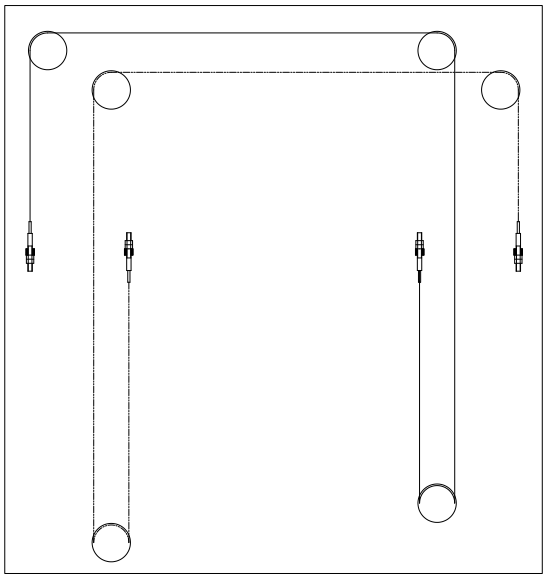

Fig. 37
• Installare la fune di sincronizzazione secondo la Fig. 37.